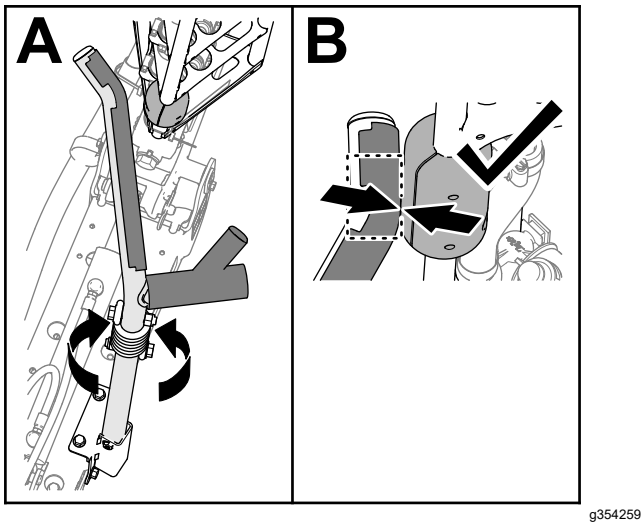

Figure 117
4. Rotate the cradle assemble until the bend in the cradle tube aligns with the slide block on the top tube of the outer boom (Figure 117)
Note: The blocks must contact the cradle at the bend in the upper cradle tube (Figure 117).